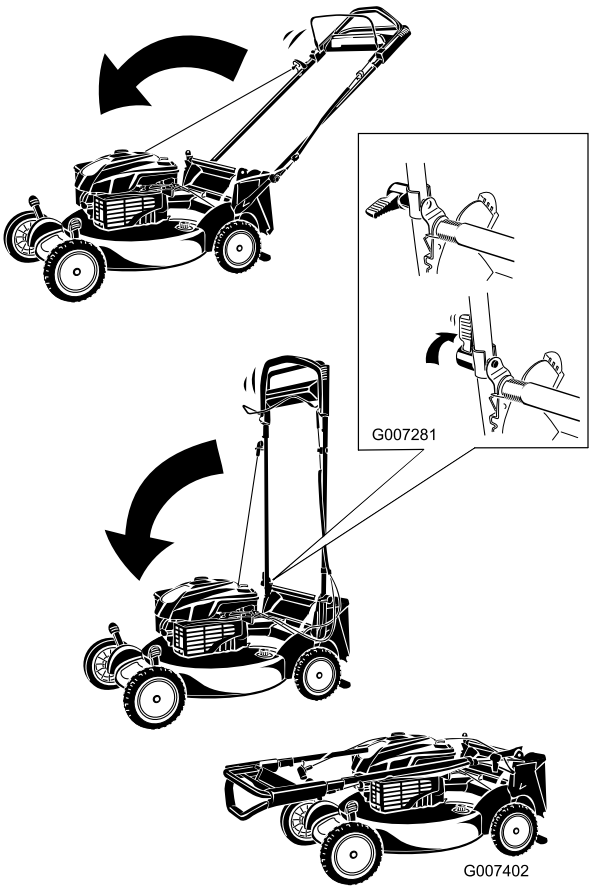

Figuur 41
1. Draai de handgreep naar voren (Figuur 41).